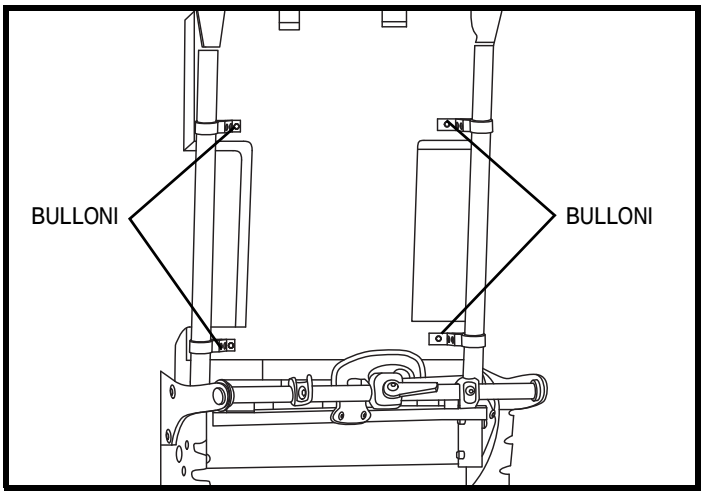

Figura 31. Regolazione dell'altezza schienale di kids ROCK 2 e ROCK 3
1. Allentare i bulloni dei quattro (4) morsetti delle aste posteriori con una chiave esagonale da 7/16 pollici. **Vedere la figura 31.**